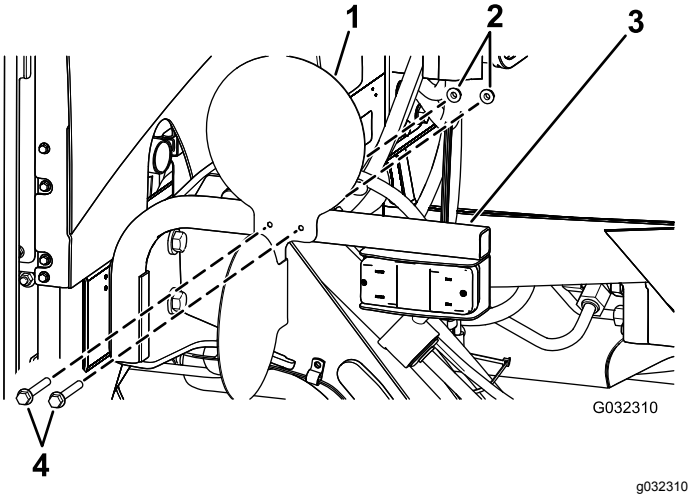

Figuur 35
2. Bevestig de platen aan de beugels van de verlichtingsset met 4 zeskantschroeven (¼" x 2½") en 4 borgmoeren (¼") zoals getoond in Figuur 35.